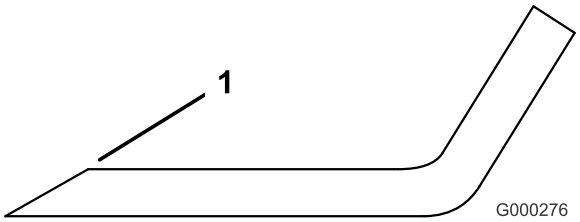

Figur 81
1. Bruk en fil til å slipe eggen i begge ender av kniven (Figur 81). Oppretthold den originale vinkelen. Kniven opprettholder balansen hvis like mye materiale fjernes fra begge kniveggene.